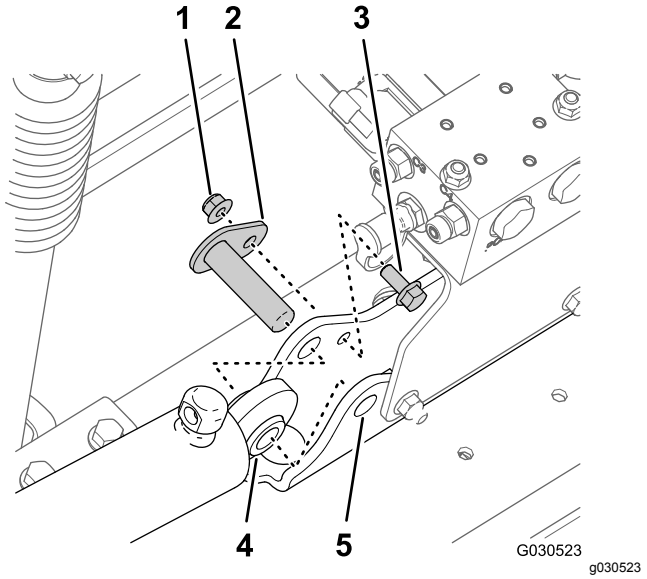

Figur 41
3. Afmonter flangelåsemøtrikken (5/16 tomme) og flangehovedbolten (5/16 x 3/4 tomme), der fastgør drejetappen til cylinderbeslaget (Figur 41).
4. Afmonter drejetappen og løftecylinderen fra maskinen (Figur 41).